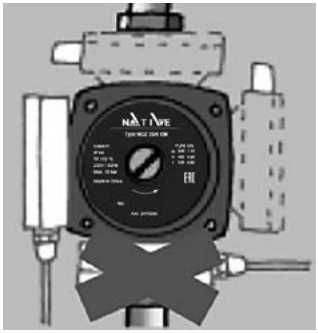
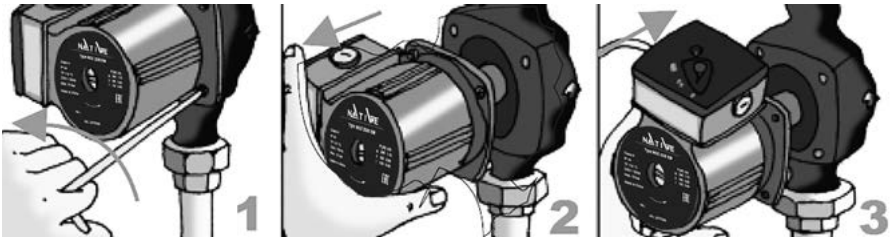

Рис.1
Рис.2
- Выполнить монтаж без напряжения с горизонтальным расположением вала насоса. Не направлять вниз клеммную коробку электродвигателя (см. Рис. 1); при необходимости следует повернуть корпус электродвигателя, предварительно выкрутив винты с внутренним шестигранником (см Рис. 2).